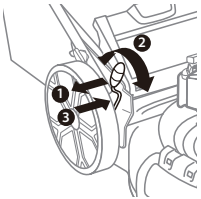

Fig. 9
2. Pour modifier la hauteur de coupe, pressez le levier de réglage de la hauteur vers la roue (1, Fig.9).
3. Déplacez le levier vers le haut ou vers le bas jusqu'à la position souhaitée (2, Fig.9), relâchez le levier pour bloquer la roue (3, Fig.9)